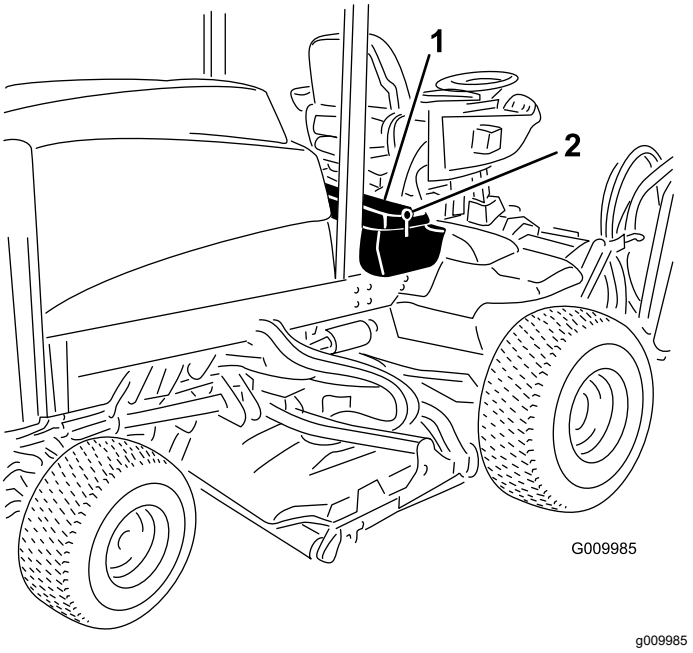
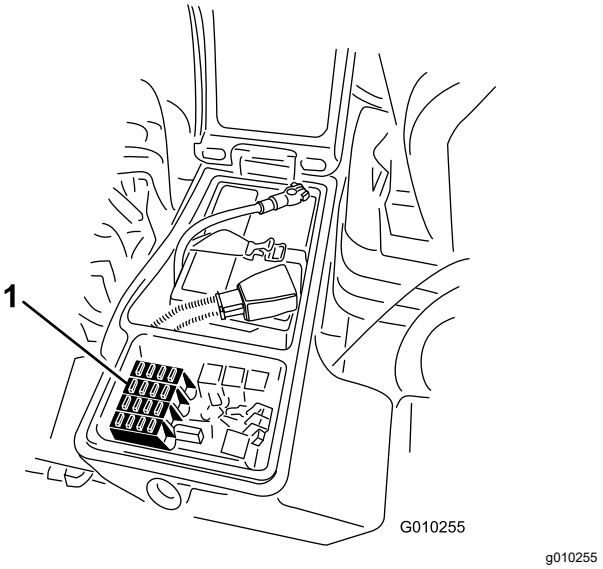

**Figuur 100**
**Figuur 101**
1. Zet de grendel van het deksel van de opbergbak rechts los en zet het deksel omhoog (Figuur 100).
1. Zet de grendel van het deksel van de opbergbak rechts los en zet het deksel omhoog (Figuur 100) om bij de zekeringhouder te kunnen (Figuur 101).
2. Vervang de vrije zekering(en) indien nodig (Figuur 101).
3. Sluit het deksel van de opbergbak rechts en zet het deksel vast met de grendel (Figuur 100).